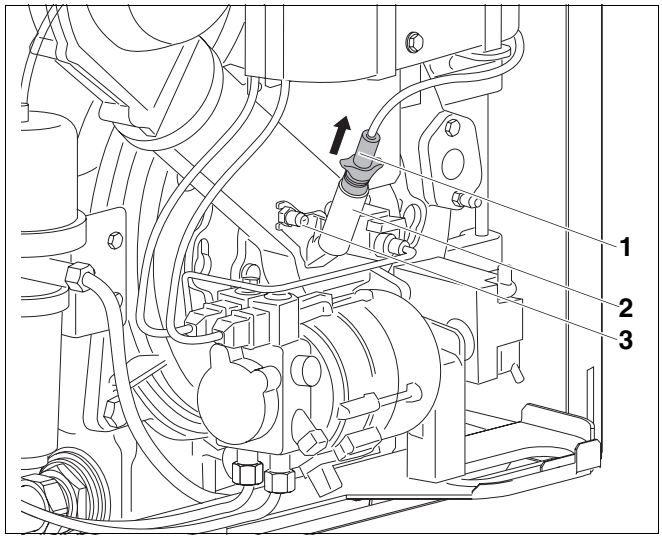

Rys. 73 Demontaż czujnika płomienia
- Wyjąć czujnik płomienia (rys. 73, **poz. 1**) z uchwytu kątowego (rys. 73, **poz. 2**).
- Odkręcić króciec pomiarowy statycznego ciśnienia dmuchawy (rys. 73, **poz. 3**).